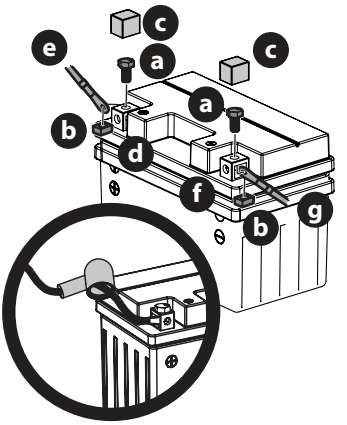

Fig. 22
1. Extraiga los tornillos hexagonales (a) y las tuercas cuadradas (b) instalados de fábrica en el extremo del arnés de cables. Guarde los herrajes para uso posterior (Fig. 22).
2. Retire la cubierta plástica (c), si está presente, del borne positivo de la batería (d) y una el cable rojo (e) al borne positivo de la batería (b) utilizando uno de los tornillos hexagonales (a) y las tuercas cuadradas (b) que se extrajeron en el paso 1. Use un destornillador Philips (Fig. 22).
3. Coloque el capuchón de caucho rojo por encima del borne positivo de la batería para protegerlo contra la corrosión (Fig. 22 inserto).
4. Retire la cubierta plástica (c), si está presente, del borne negativo de la batería (f) y una el cable negro (g) al borne negativo de la batería (f) utilizando el tornillo hexagonal restante (a) y la tuerca cuadrada (b) (Fig. 22).